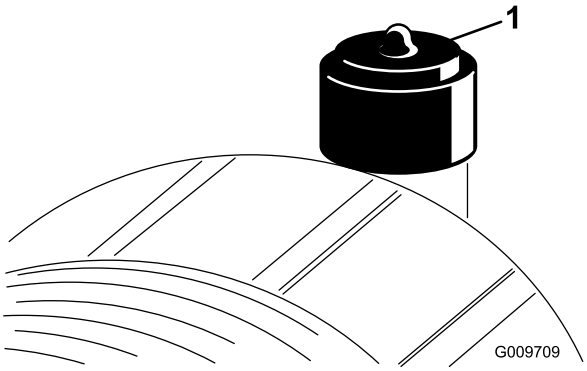

**Figur 47**
- Byt ut luftrenarinsatsen när luftrenarindikatorn (Figur 47) är röd. Rengör inte luftfilterinsatsen för noga.
3. Återställ luftrenarindikatorn om den är röd. Se Figur 47 i Kontrollera luftrenarindikatorn (sida 40).